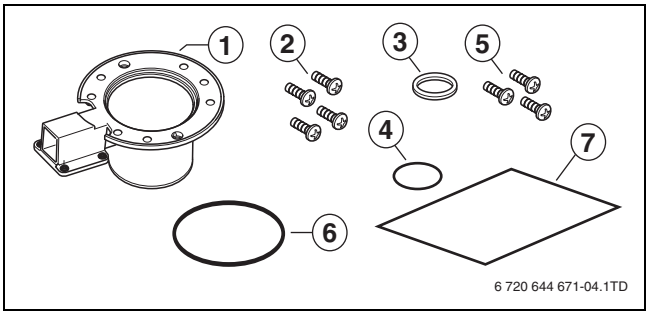

Fig. 12
表2 图 12 的供货范围，第 44 页
- ▶ 将随附的 O 形圈 （→ 图 12， [4]，第 44 页）装入随附的文氏管并再次按压燃气喷嘴。
- ▶ 将随附的文氏管 （→ 图 12， [1]，第 44 页）安装在燃气阀上。